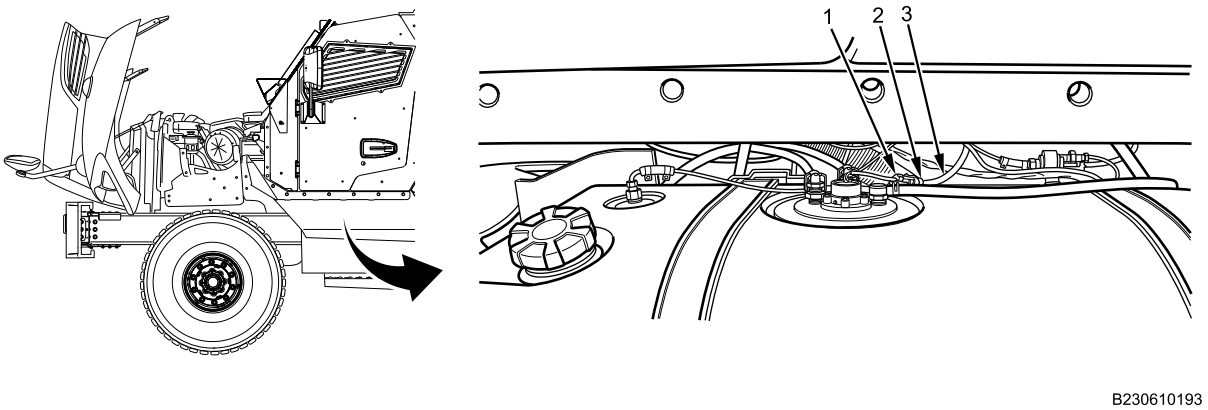

Figure 5. Fuel Sender Connector.
9. Disconnect two-pin harness connector (Figure 5, Item 2) from fuel sending unit connector (Figure 5, Item 1). Push harness (Figure 5, Item 3) over frame rail.